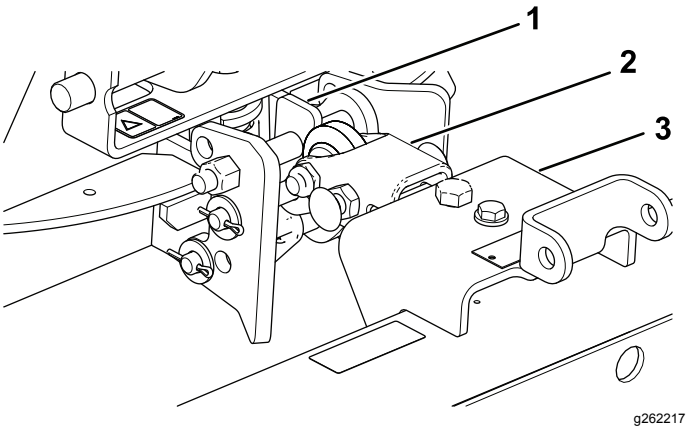

Figur 14
1. Monter bugsertræksamlingen, så den flade side er øverst (Figur 14).
2. Monter trækstangen på undersiden af hængesamlingen (Figur 14).